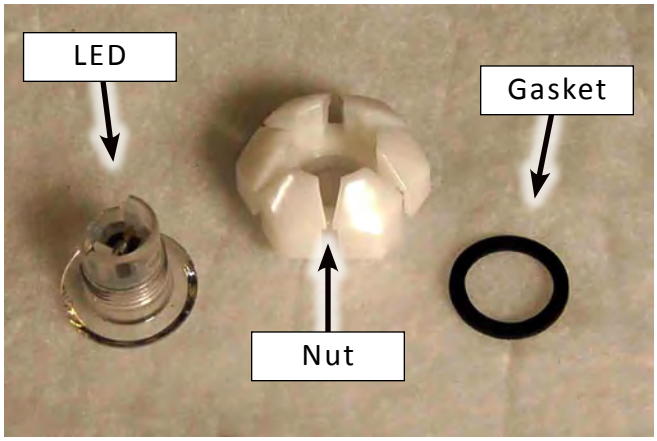

Figure 5
6. Order LED Kit when replacing defective LED. LED Kit Contents (see Figure 5).